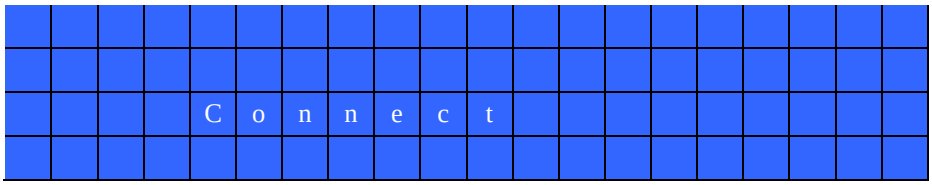

Рис.8
6.4 После подключения ЗУ к электромобилю на дисплее в течение 3 секунд появится мигающая надпись, рис.8